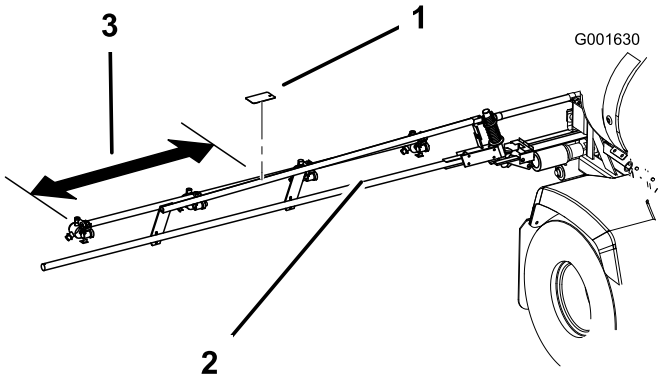
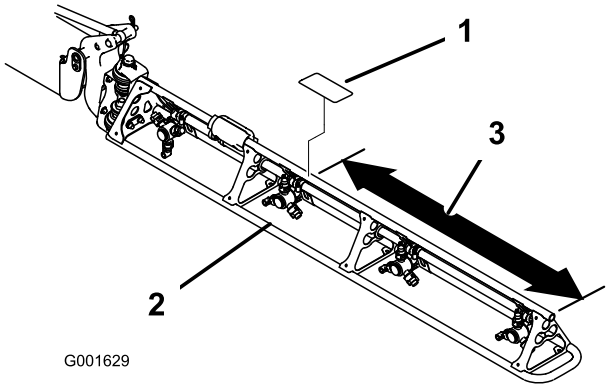

Figur 10
Figur 11
1. Mät från änden av ramperna i enlighet med Figur 10 eller Figur 11.
3. Ta bort den nya dekalens skyddspapper och fäst den på rampen (Figur 10 eller Figur 11).